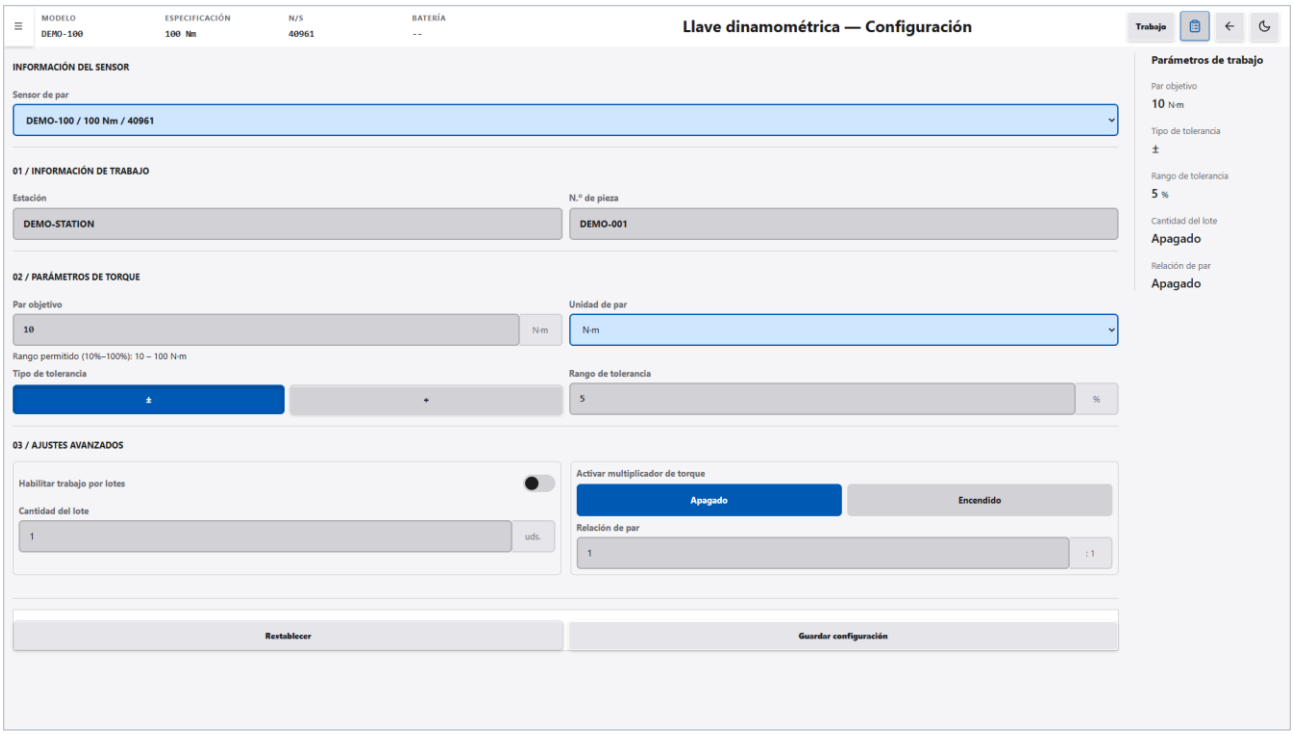

Figura 5-8 Pantalla de configuración de la llave dinamométrica
1. En la pantalla de trabajo de la llave dinamométrica, haga clic en «Configuración», arriba a la derecha. La pantalla muestra «Llave dinamométrica — Configuración», con el formulario rellenado con la configuración guardada actualmente (véase la Figura 5-8).